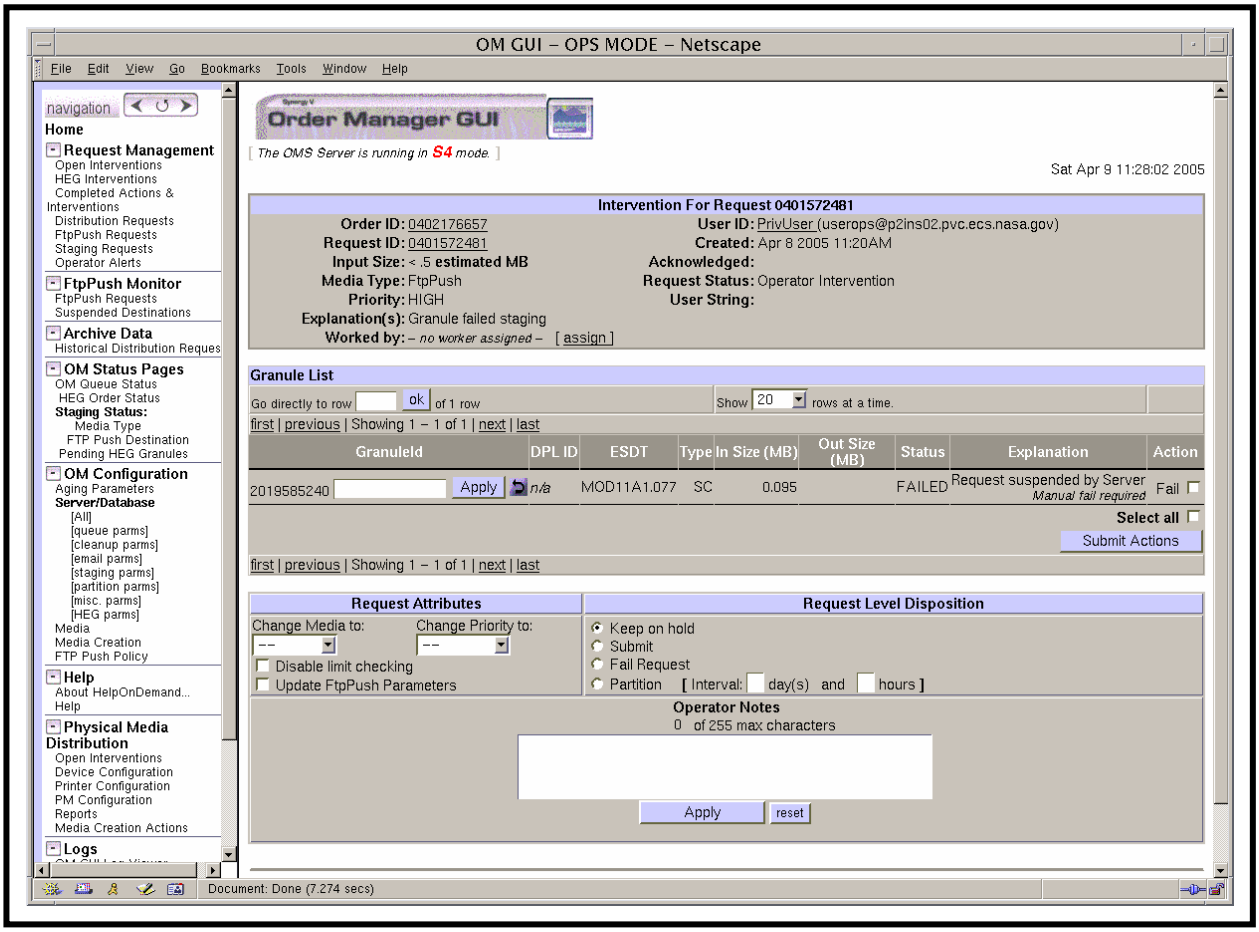

Figure 22. Open Intervention Detail (Intervention for Request X) Page
- For example, clicking on Request ID **0401572481** brings up an **Open Intervention Detail** page (i.e., **Intervention for Request 0401572481**) (Figure 22).
5 Observe information displayed on the **Open Intervention Detail** page (Figure 22).
- The following items are displayed on the **Open Intervention Detail** page (Figure 22).
- The **Open Intervention Detail** page (Figure 22) is dismissed.
The **Open Intervention Detail** page (Figure 22) provides the full-capability operator with a means of performing the following kinds of interventions (limited-capability operators are not allowed to work on open interventions):
- The **Open Intervention Detail** page (Figure 22) is being displayed on the **OM GUI**.
- If the **Open Intervention Detail** page (Figure 22) is not being displayed on the **OM GUI**, go to the procedure for **Viewing Open Intervention Information on the OM GUI** (preceding section of this lesson).
1 Observe the information displayed in the **Worked by** column of the **Open Intervention Detail** page (Figure 22).